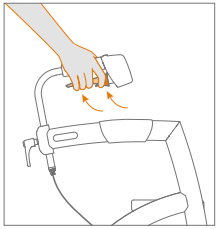

Figuur 21: Op parkeerrem zetten.
c. Wilt u de rollator op de parkeerrem zetten om er op te gaan zitten, of om zeker te weten dat deze niet wegrolt als u hem loslaat? Knijp eerst de handremmen in en dan tegelijk de parkeerremhendels. Laat de remmen vervolgens los. Nu staat uw rollator in de parkeerstand **(Figuur 21)**.